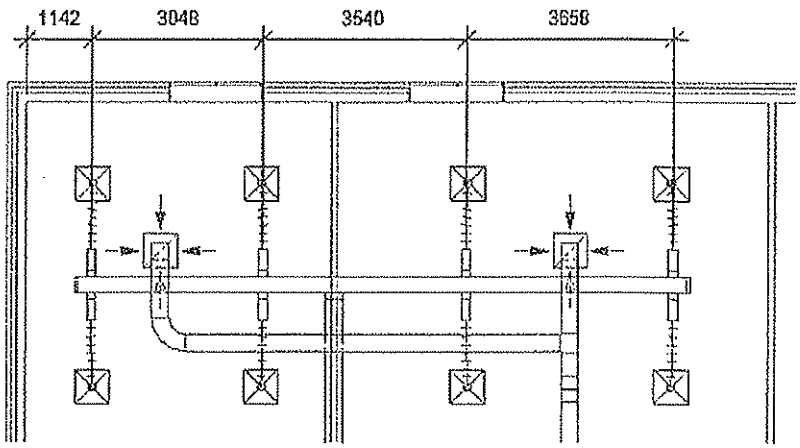

Figure 13–31
4. Dimension the first four duct branches on the top side of the North wing, starting from the left side wall, as shown in Figure 13–31. Verify that the **Wall centerlines** is set in the Options Bar. Click (Modify) to finish.